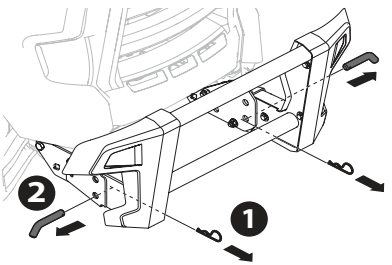

Fig. 61
1. Quite los dos pasadores de chaveta, y luego tire de los pasadores (Fig. 61).